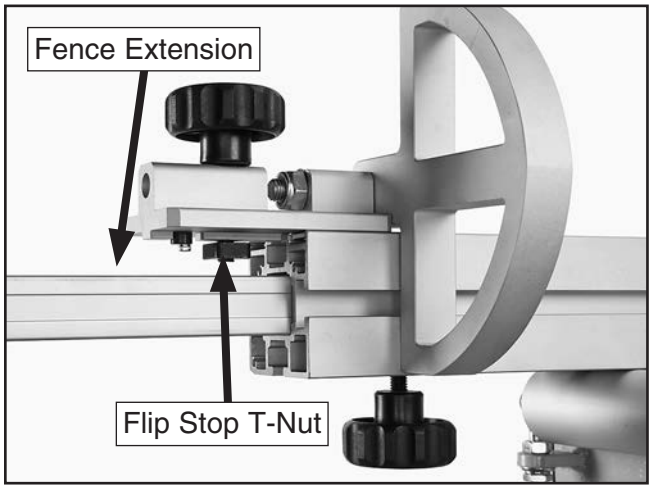

Figure 48. Flip stop attached to crosscut fence.
45. Slide crosscut fence extension out, as shown in **Figure 48**.
46. Attach flip stops onto long side of crosscut fence by sliding T-nuts into T-slots on fence and tightening the knob bolts (see **Figure 48**).